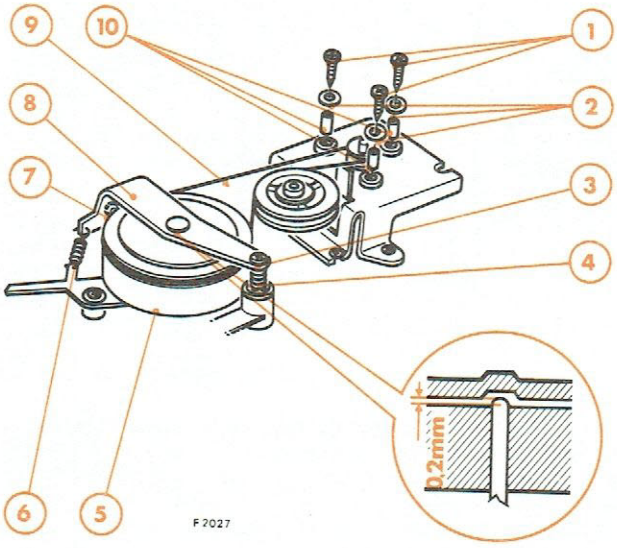

Fig. 2
C. REMPLACEMENT DE LA COURROIE D'ENTRAINEMENT (Fig. 2)
D. DÉMONTAGE DU MOTEUR (Fig. 2)
Si tel n'est pas le cas il convient de changer le ressort épingle (2) et le ressort à boudin (6) (Fig. 2).